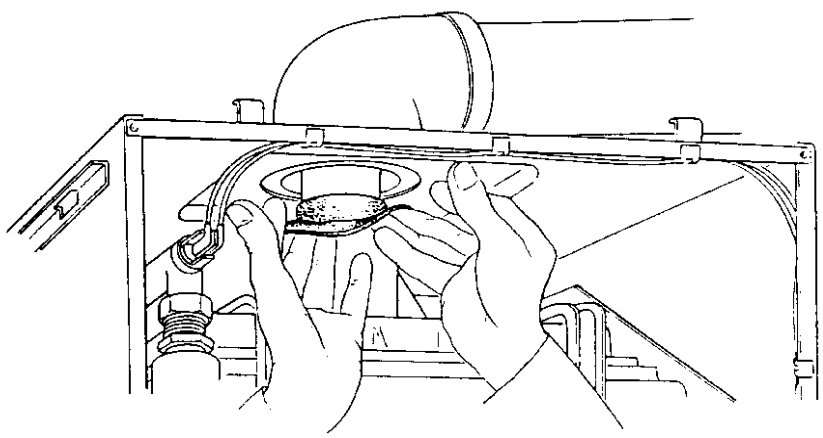

Fig. 17
9) Fold back flue sealing gaiter between the flue hood and flue elbow. FIG.17.